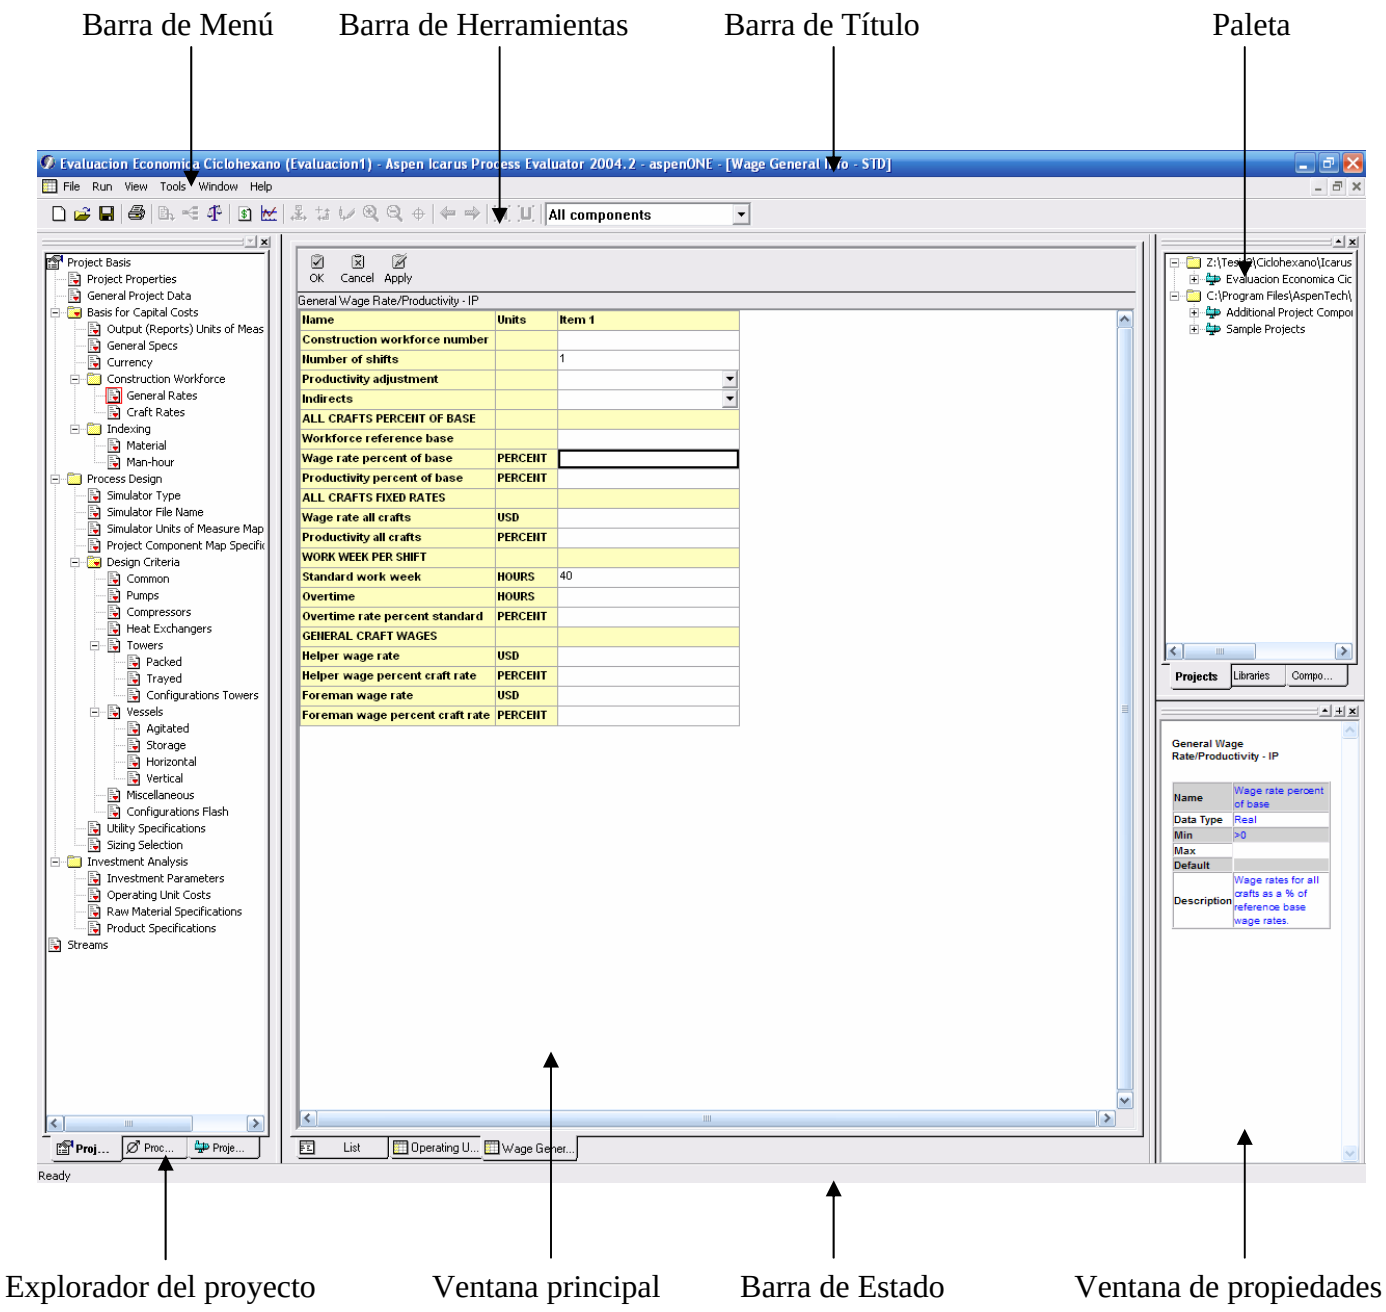

Figura 2.6 Elementos de la interfaz de Aspen IPE.
La interfaz de Aspen IPE está conformada por los siguientes elementos (figura 2.6):
- Vista de la Base del Proyecto (Project Basis View**)**. Contiene las especificaciones del proyecto (ver figura 2.6).